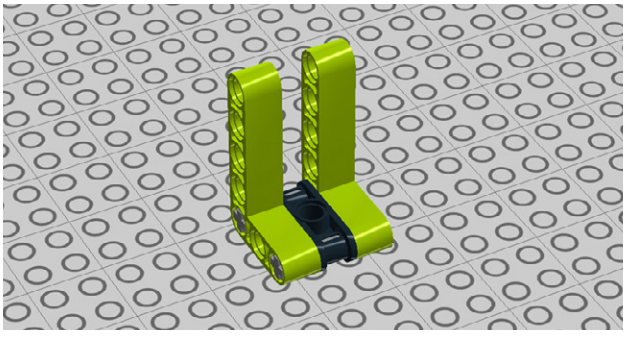

Figure 1-39. *Step 35: Attaching L-shaped beams*
35. Next, pop on a pair of 3×5 angle beams (Figure 1-39).